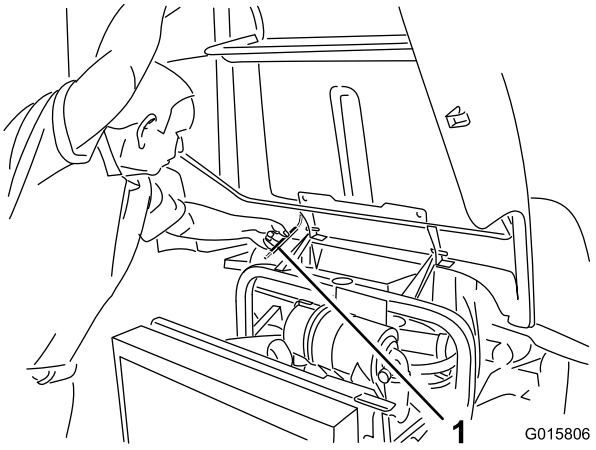

Bild 2
- Heben Sie die Motorhaube an, bis die Stange hinter dem Rahmenrohr positioniert werden kann (Bild 2).